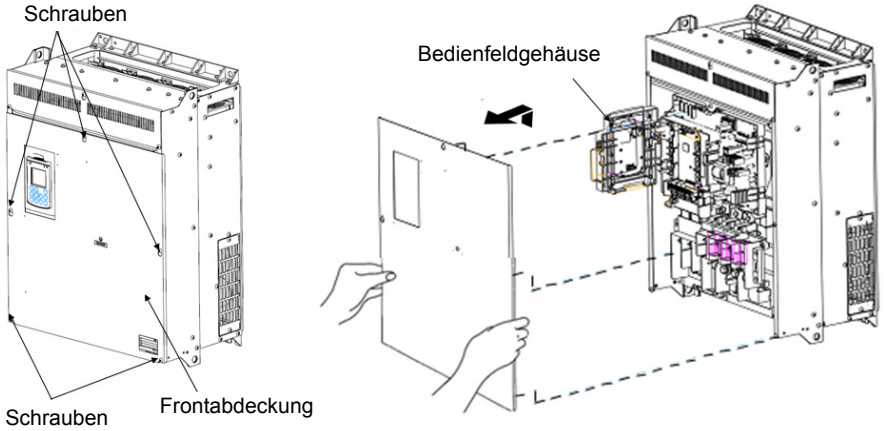

Abbildung 2.3 Entfernen der Frontabdeckung und des Klemmenblocks (FRN110AQ1S-4□)
(2) 110 bis 710 kW
① Die Schrauben an der Frontabdeckung lösen, das rechte und linke Ende der Frontabdeckung halten, und die Abdeckung zum Abnehmen hochschieben.
② Nachdem die notwendigen Kabelverbindungen durchgeführt worden sind, die Oberseite der Frontabdeckung auf die Löcher im Gerät ausrichten, und die Abdeckung durch Umkehren des in Abbildung 2.3 dargestellten Vorgangs wieder anbringen.